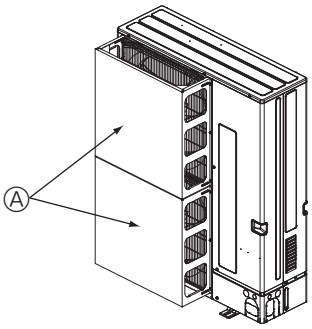

Fig. 2-3
② Si la unidad está situada en un lugar expuesto a vientos fuertes como huracanes que puedan entrar en la salida de aire, coloque un deflector de viento opcional. (Fig. 2-3)